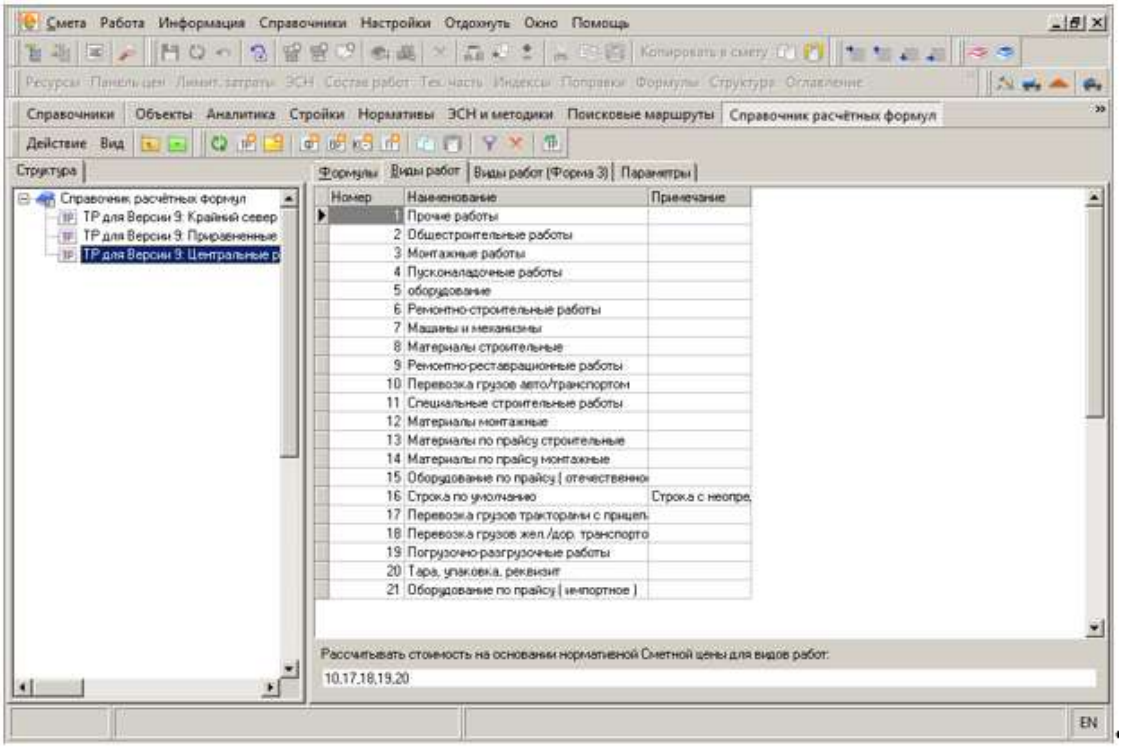

Рис. 2. Справочник расчетных формул. Виды работ.
- **Виды работ** – здесь перечислены основные виды работ, используемые в расчетах. Также вкладка содержит настраиваемый список видов работ для расчета соответствующих расценок по Сметной цене (см. рис. 2);